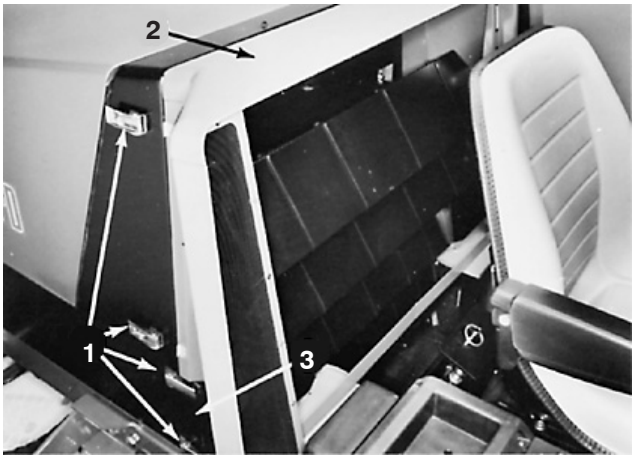

Figure 43
B. Unlatch latch handles on both sides and remove radiator cowl and grille support (Fig. 43).